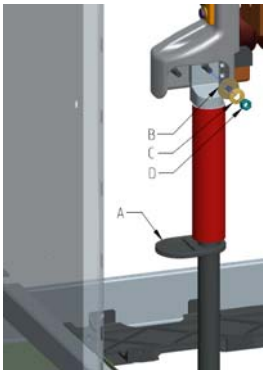

Figure 4.7.15
- Faire des entailles dans le caoutchouc de traverse (Figure 4.7.15 A) à l'aide d'un couteau aiguisé.
- Faire glisser le caoutchouc de traverse sur le manchon du câble (Figure 4.7.15 A).
- placer ensuite la bague d'arrêt (Figure 4.7.15 B),
- la rondelle à ressort (Figure 4.7.15 C),
- l'écrou (Figure 4.7.15 D)